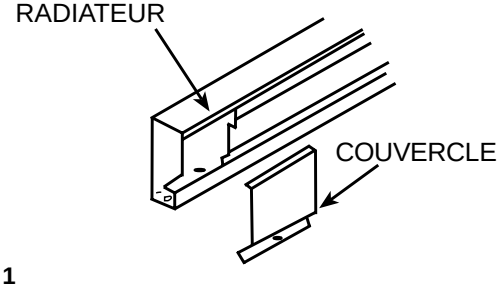

Figure 1
2. Enlevez le couvercle de la boîte de jonction choise (voir la figure 1) et mettez-le au rebut.